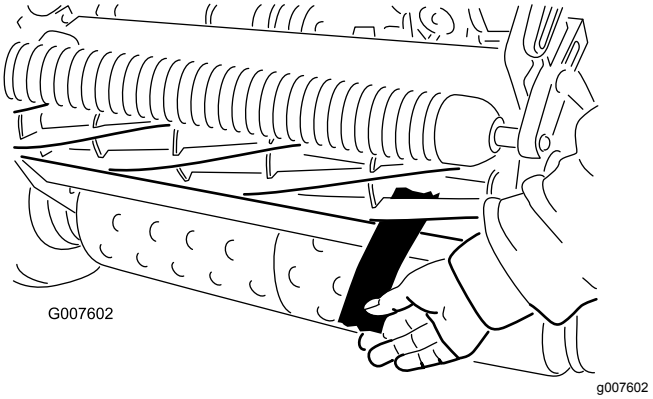

Figur 53
12. Testa klipprestandan genom att föra in en lång remsa av klipprestandapapper mellan cylindern och underkniven, i rät vinkel mot underkniven (Figur 53). Rotera cylindern långsamt framåt. Den ska klippa papperet.